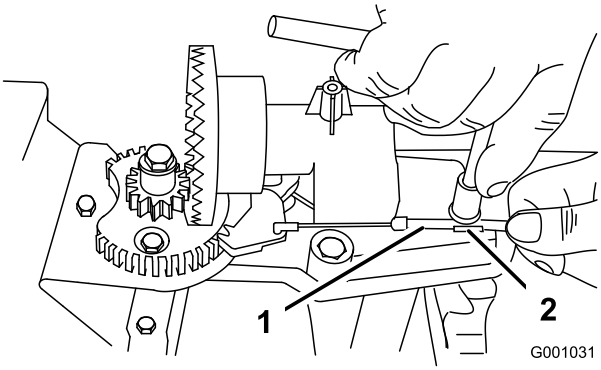
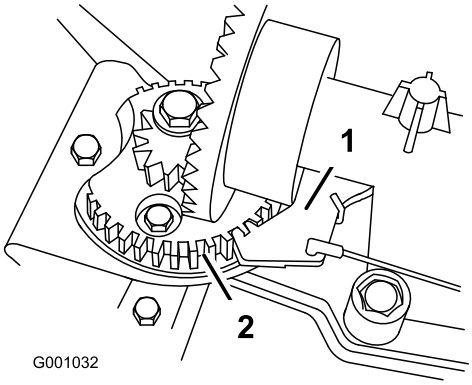

Figur 52
Figur 53
2. Løsne klemskruen som fester kabelen (Figur 52).
3. Grip kabelrøret og flytt det mot fronten av maskinen inntil utløpssjaktlåsen kobles fullstendig til tennene i giret (Figur 52 og Figur 53).
Merk: Låsen er fjærbelastet og vil bevege seg naturlig inn i tennene i giret (Figur 53).